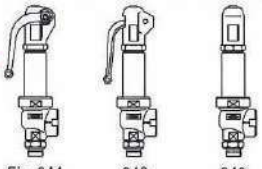

Fig. 941 942 943
- TÜV · SV · . . -995 · F **Fig. 941/943**
Supapă de siguranță cu deschidere completă TÜV · SV · . . -995 · D/G (Fig. 941/942/943)
Supapă de siguranță standard TÜV · SV · . . -995 · F (Fig. 941/943)